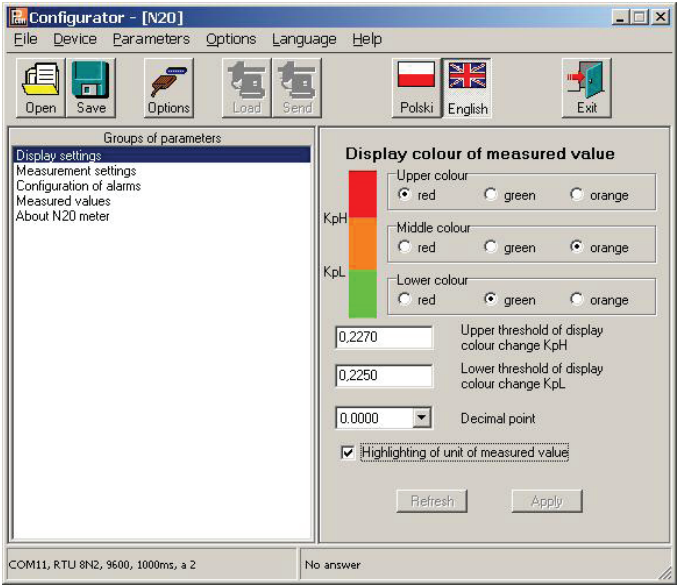

Abb. 7. Fenster der Displayeinstellungen.
a) Anzeigefarbe des Messwertes. Der Anzeigebereich ist in drei Zonen unterteilt, die durch die Werte KpL und KpH (unterer Grenzwert KpL und oberer Grenzwert KpH - Abb. 7) unterteilt werden. Für jede Zone die Farbe der angezeigten Messwerte wird aus den drei verfügbaren Farben Grün, Orange und Rot gewählt. Die Werte KpL und KpH werden vom Benutzer eingestellt und betreffen die angezeigten Werte. Die Werkeinstellung des Wertes KpL entspricht 100% des Nennwertes und KpH entspricht 105% des Nennwertes, z.B.: für Anzeigegerät in Ausführung 10 V ensprechend: für KpL - 10 V und für KpH - 10,5 V.